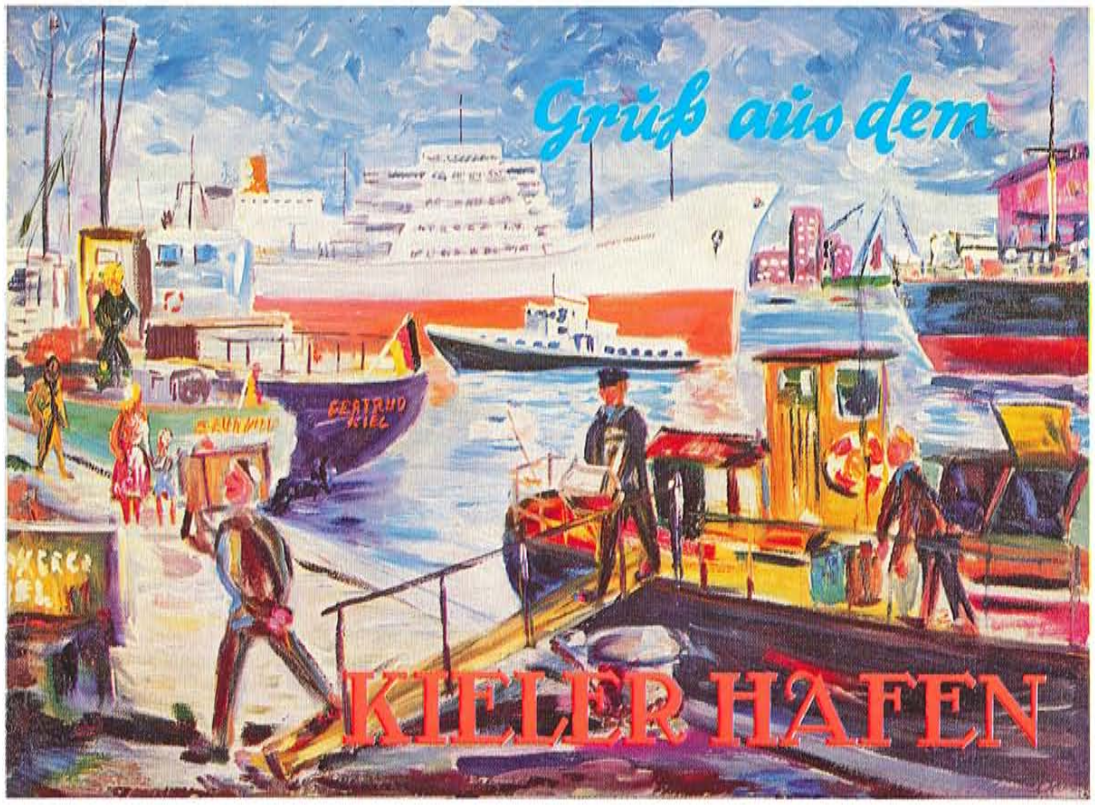

Fig. 42
C) **Positive Schrift im 4-Farbensatz** (Fig. 42)